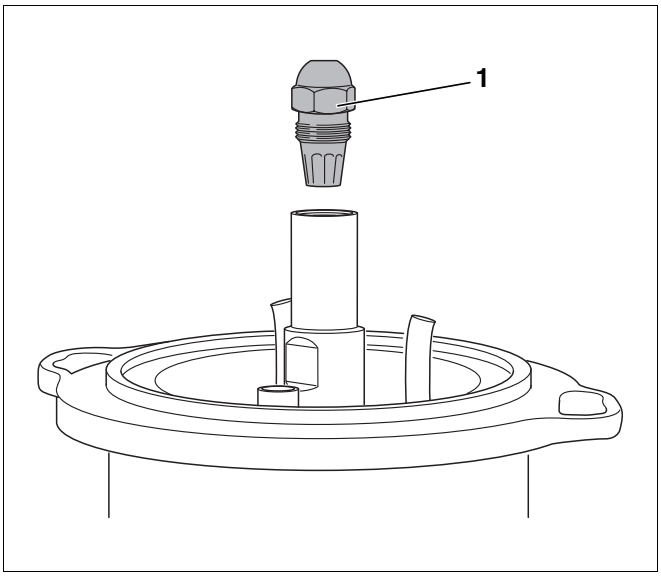

Abb. 35 Düse demontieren
- Düse (Abb. 35, **Pos. 1**) mit zwei Schraubenschlüsseln SW 16 und SW 19 lösen und abnehmen.
- Düse demontieren (Abb. 35, Seite 32).